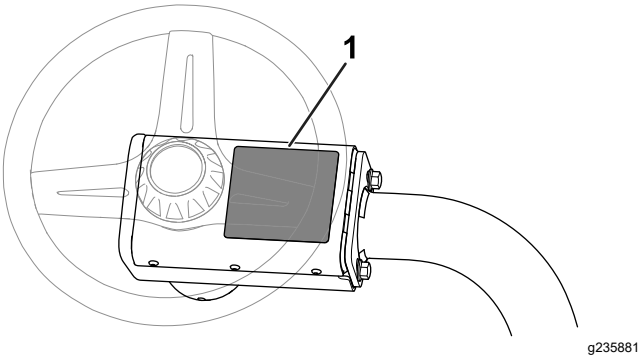

Bild 12
- **CE-Warnaufkleber**: Bringen Sie den CE-Warnaufkleber (Bestellnr. 139-8321) über den vorhandenen Warnaufkleber (Bestellnr. 139-8320) auf der Abdeckung des Lenkrads an, siehe Bild 12.